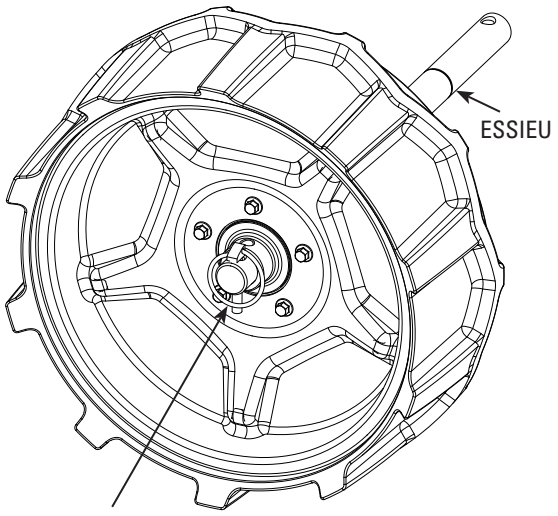

FIGURE 1
a. Dans le carton, attacher les roues à l'appareil à l'aide des goupilles d'arrêt de roues *en position de roue libre*. Enfiler la roue à fond sur l'axe et insérer la goupille d'arrêt (I) à travers le trou de l'axe seulement. **VOIR FIGURE 1.**